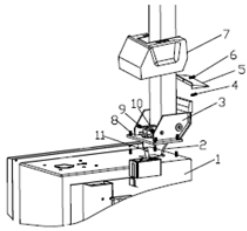

Рис. 3
2. Установите шарнирный короб (3, рис. 3) на корпус (1, рис. 3) с помощью 4 болтов (M12), проденьте воздушный шланг (2, рис. 3) через полость стойки. Затяните 4 самоконтрящихся гайки (8, рис. 3)
3. Вставьте винт (9, рис. 3) в отверстия как стойки, так и штока цилиндра наклона (11, рис. 3), затяните его с помощью самоконтрящейся гайки (10, рис. 3).
4. Отвинтите два болта на левом кожухе и снимите кожух, подсоедините воздушный шланг (2, рис. 3), указанный выше, к боковым отверстиям, которые служат для управления 5-ходовым клапаном наклона. Установите и зафиксируйте левый кожух.
5. Зафиксируйте пластиковую крышку (7, рис. 3) двумя болтами (4, рис. 3).
6. Установите заднюю пластиковую крышку (5, рис. 3) на стойку с помощью винта (6, рис. 3).